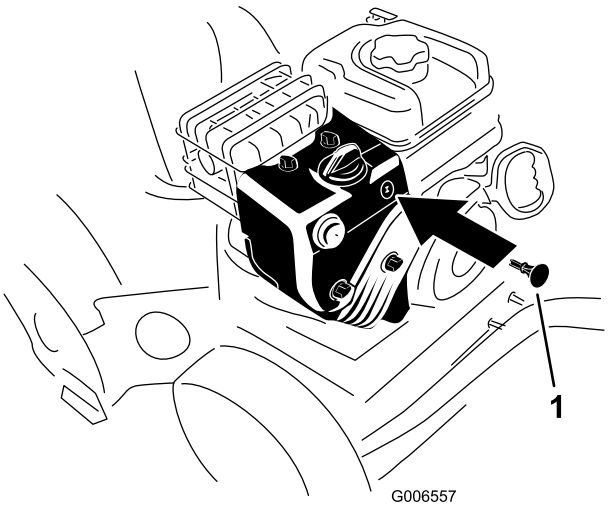

Figur 26
3. Sett inn tenningsnøkkelen (Figur 26).